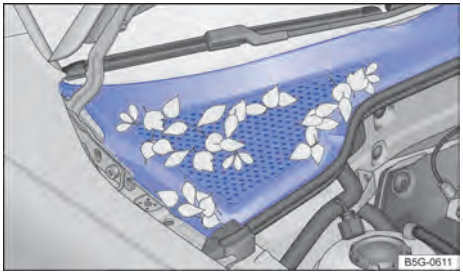

Fig. 224 Entre o compartimento do motor e o para-brisa: caixa de água (representação esquemática).
– A caixa coletora de água está localizada no compartimento do motor, entre o para-brisa e o motor e sob uma cobertura perfurada → Fig. 224. O ar ambiente é sugado da caixa coletora de água para o interior do veículo por meio do sistema de aquecimento e ventilação ou do ar-condicionado.